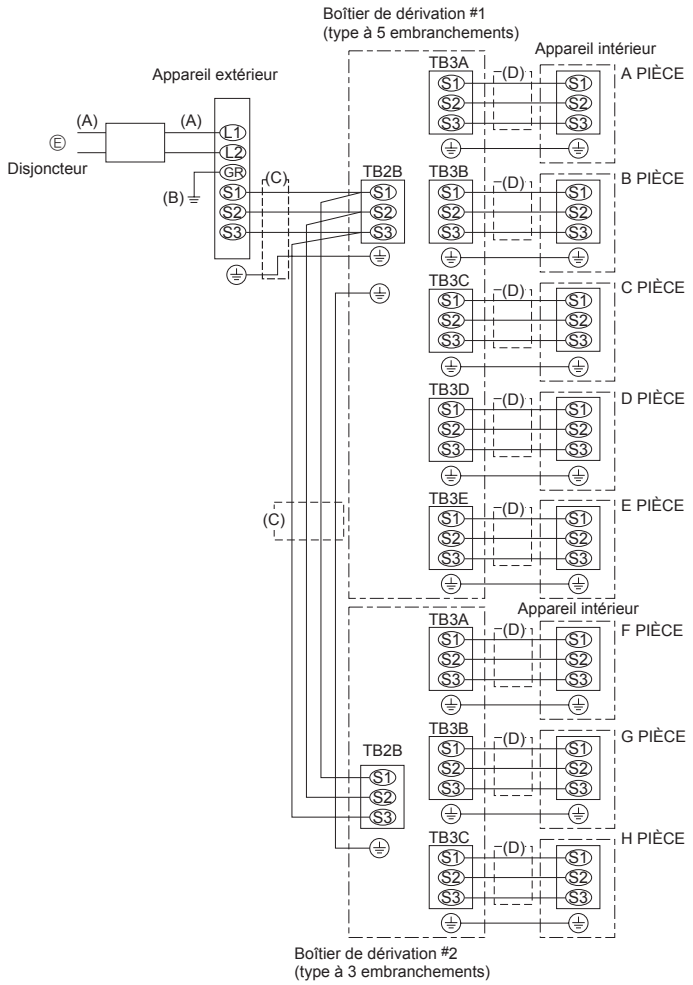

Fig. 7-3
7.3. Procédure de câblage externe (Fig. 7-3)